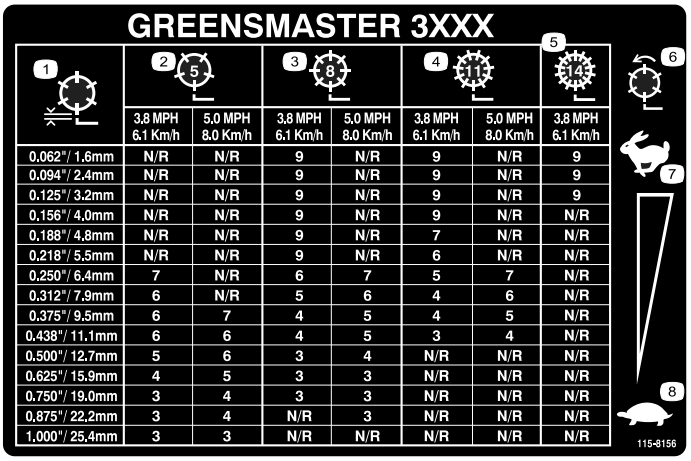

Figur 27
3. Find den rigtige indstilling af knivcylinderhastigheden for klippeenheder med 8, 11 eller 14 knive ved hjælp af den relevante kurve (se Figur 27).